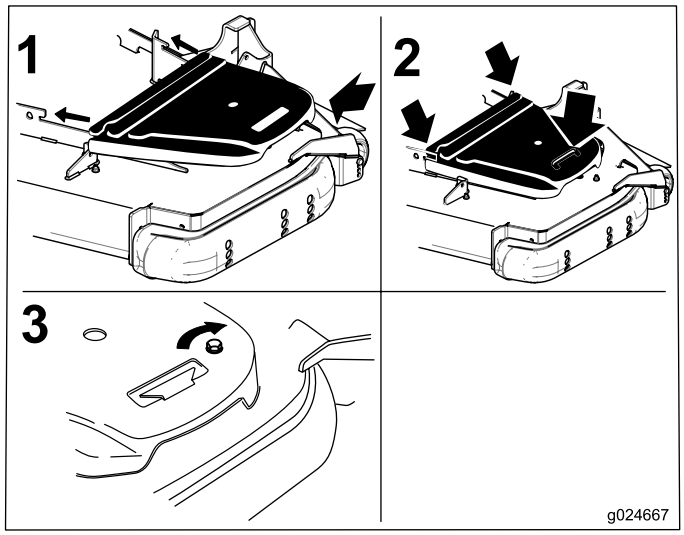

Figur 72
12. Sätt tillbaka remkåporna (Figur 72).